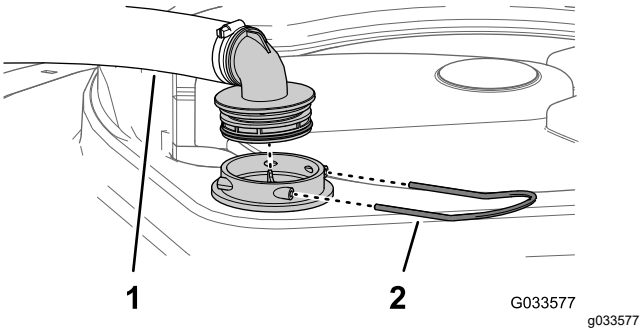

Figura 59
2. Na parte superior do tanque do pulverizador, remova o retentor que prende o encaixe da mangueira ligada à mangueira grande do compartimento do filtro (Figura 59).
3. Remova a mangueira e o encaixe da mangueira do compartimento do filtro (Figura 59).